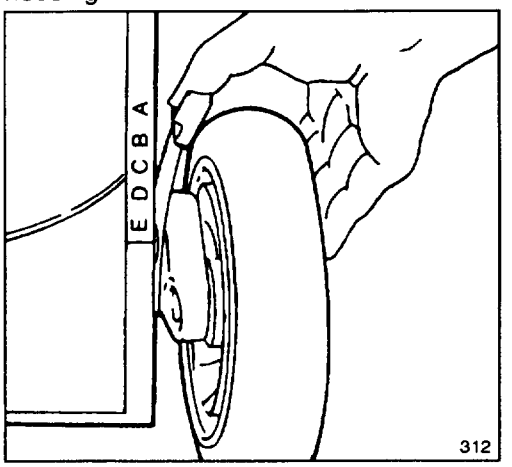

Figure 16
Five letters cast into the housing represent each graduated height-of-cut increment (Fig. 16).
2. For easier adjustment, lift housing up so wheel is off ground. **Do not put fingers under housing when lifting.** Squeeze adjusting lever toward wheel and move to desired setting (Fig. 16). Ensure pin on adjusting lever engages slot in housing. Adjust all wheels to the same setting.